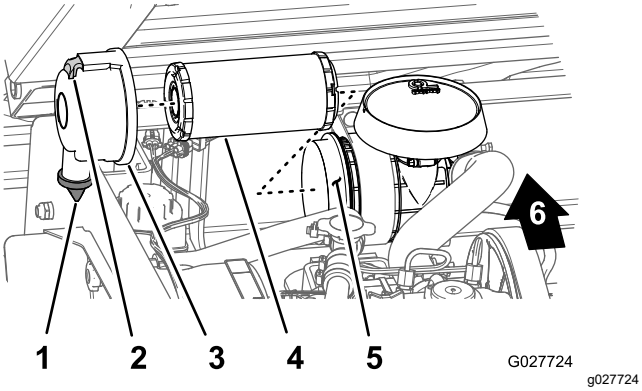

Figura 31
2. Inspeccione la carcasa del filtro de aire en busca de daños que pudieran causar una fuga de aire (Figura 31).
3. Tire hacia fuera del enganche y gire la filtro de aire en sentido antihorario (Figura 31).
5. Retire suavemente el elemento del filtro de aire de la carcasa del filtro de aire (Figura 31) para reducir la cantidad de polvo desplazado.
1. Limpie el orificio de expulsión de suciedad situado en la tapa del filtro de aire (Figura 31).
2. Retire la válvula de salida de goma de la cubierta, limpie el hueco y cambie la válvula de salida (Figura 31).
3. Introduzca el elemento del filtro de aire en la carcasa del filtro de aire presionando el borde exterior del elemento para asentarlo en la carcasa del filtro de aire (Figura 31).
4. Alinee la tapa del filtro de aire con la carcasa del filtro de aire, con la válvula de salida de goma hacia abajo (entre las posiciones de las 5 y las 7 aproximadamente, visto desde el extremo), tal y como se muestra en la Figura 31.
5. Sujete la tapa a la carcasa con los enganches (Figura 31).